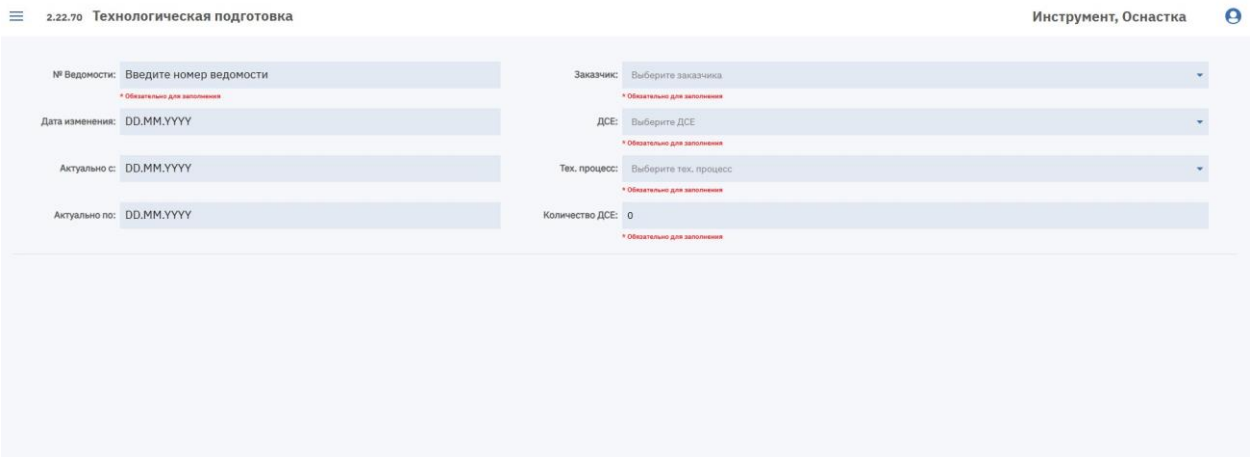

Рисунок 134. Создание ведомости оснащения
1. Нажмите кнопку «Добавить ведомость». В новой вкладке откроется карточка ведомости (см. Рисунок 134).